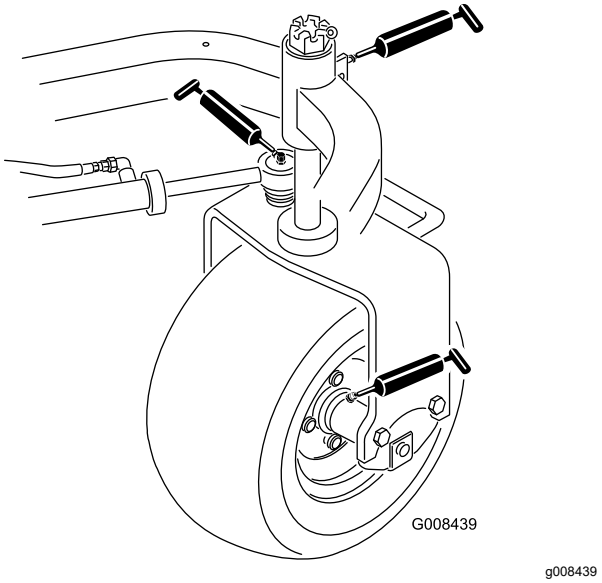

Figur 26
- Bakre hjulnav (1) (Figur 26)
- Svänghjulslager (1) (Figur 26)
- Styrcylinder (2) (Figur 26)